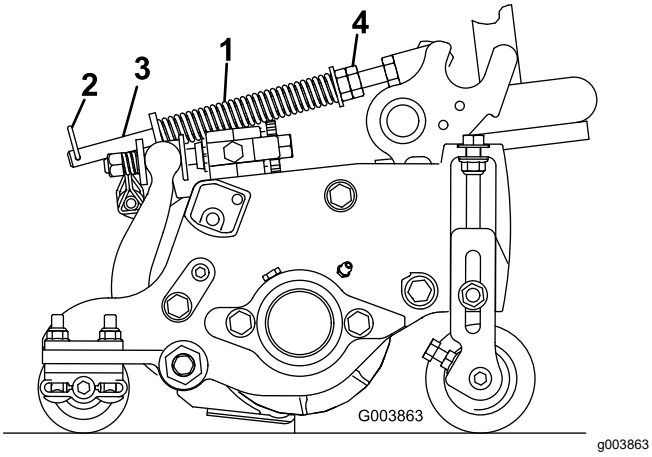

**Рисунок 21**
Пружина компенсации состояния грунта (Рисунок 21) переносит вес с переднего на задний валик. Это препятствует образованию на грунте волнообразных неровностей (так называемых «волн» или «трясок»).
1. Убедитесь, что игольчатый шплинт вставлен в заднее отверстие штока пружины (Рисунок 21).
2. Затяните шестигранные гайки на переднем конце штока пружины так, чтобы длина сжатой пружины была равна 15,9 см; см. Рисунок 21.